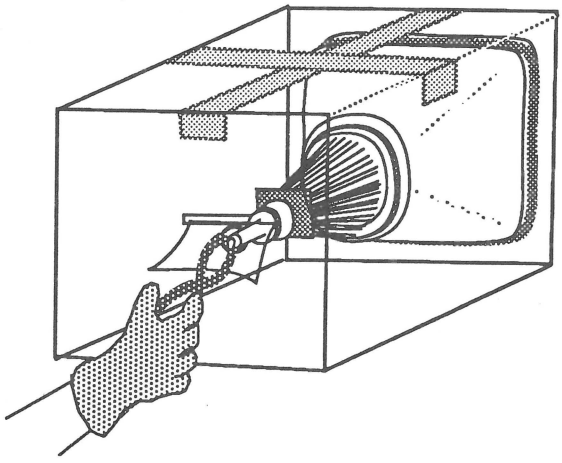

FIGURE 5
6. Tape the piece of cloth or paper onto the box (Figure 5, #1) so that the cloth or paper forms a veil over the opening (Figure 5, #2) but allows your hand access to the tip of the CRT. The veil's purpose is to catch the bits of glass that may fly during the following step.
7. Make sure no one is nearby. Place the pliers under the veil, stand to one side, and look away. Use the pliers to snip off the exposed tip of the CRT (see Figure 5).